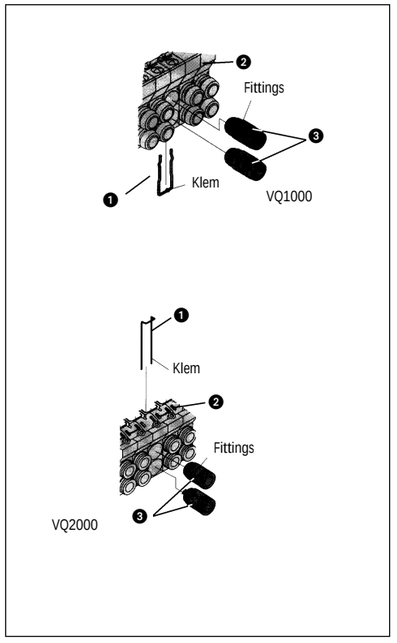

Afb. 18
Cilinderpoortfittings vervangen (afb. 18)
Verwijder de klem ❶ (afb. 18) met een schroevendraaier van het verdeelblok ❷ (afb. 18). Verwijder de fittings ❸ (afb. 18) uit het verdeelblok ❷ (afb. 18).
Vervangen (afb. 18)
Voer de fittings ❸ (afb. 18) in het verdeelblok ❷ (afb. 18) tot tegen de aanslag en breng de klem ❶ (afb. 18) weer aan op de betreffende plaats.